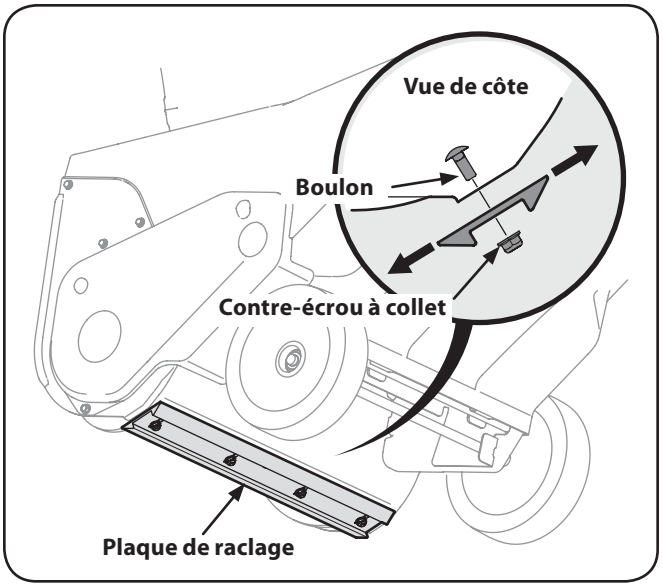

Figure 6-1
4. Desserrez les trois contre-écrous à collet et les boulons ordinaires qui maintiennent la plaque de raclage au logement. Voir la Figure 6-1. Ajustez la plaque de raclage à la position voulue et serrez à fond les écrous à six pans et les boulons ordinaires.